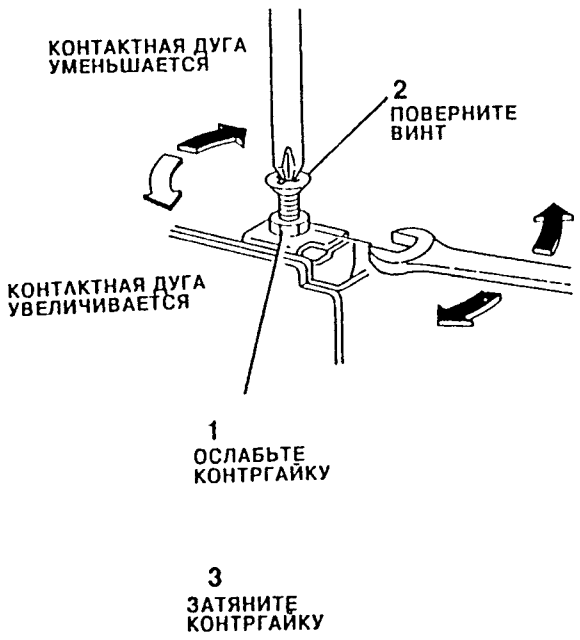

Рис. 5. Регулировка давления прижима
1. Ослабьте контргайку и поверните регулировочный винт (Рис. 5). Повторите эту процедуру для другого винта.